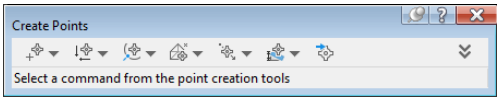

Figure 2-19 *The **Create Points** toolbar*
*You can also create points using the **Create Points** toolbar, refer to Figure 2-19. To invoke the toolbar, choose the **Points Creation Tools** tool from **Home** > **Create Ground Data** > **Points** drop-down. Alternatively, invoke the **Create Points** toolbar by right-clicking on the **Points** node in the **Prospector** tab in the **TOOLSPACE** palette and then choose **Create** from the shortcut menu displayed.*